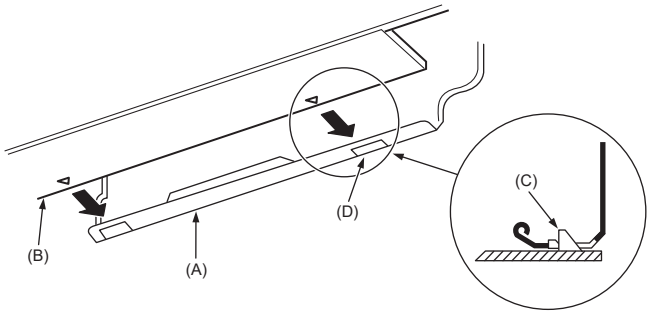

Abb. 3-15
3. Hängen Sie den oberen Teil der Innenanlage an die Montageplatte (1), während Sie die Kältemittelleitung und das Abflussrohr in die Wandöffnung (Tülle) einführen.
5. Befestigen Sie die Innenanlage, indem Sie sie gegen die Montageplatte (1) drücken. (Abb. 3-15)
* Vergewissern Sie sich, dass die Knöpfe unten an der Innenanlage sicher in die Montageplatte (1) eingehängt sind.